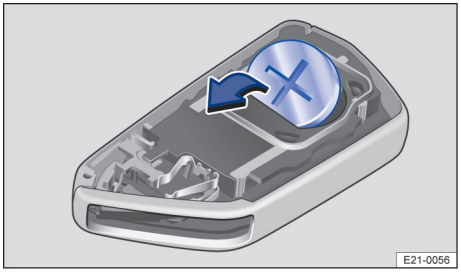

Fig. 54 Clé du véhicule : remplacement de la pile bouton
3. Retirez la pile bouton du compartiment à pile en faisant levier → fig. 54.
4. Insérez une pile bouton neuve de même spécification dans le compartiment à pile → ①.